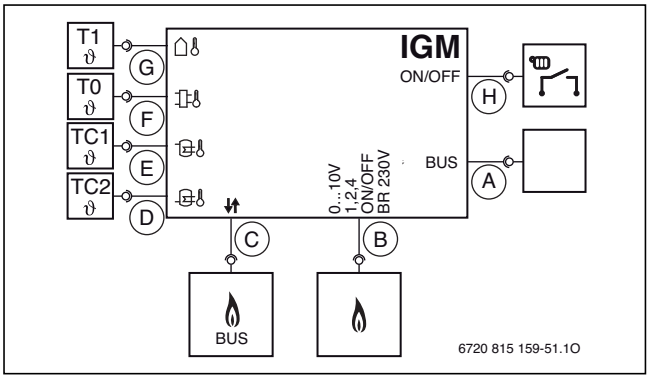

Bild 84 Grundfunktionsplan IGM
- **Einfache Kaskade:** Verwendung als einfache Schnittstelle und zusätzlicher Anschluss eines EMS-2- oder 2-Draht-BUS-fähigen Wärmeerzeugers (→ Bild 84, [C]), Steuerung der beiden Wärmeerzeuger als Kaskadensystem durch IGM, Kaskadeneinstellungen am Modul IGM vornehmbar. Für die Kesselfolgeschaltung muss ein festes Führungsgerät angegeben werden.